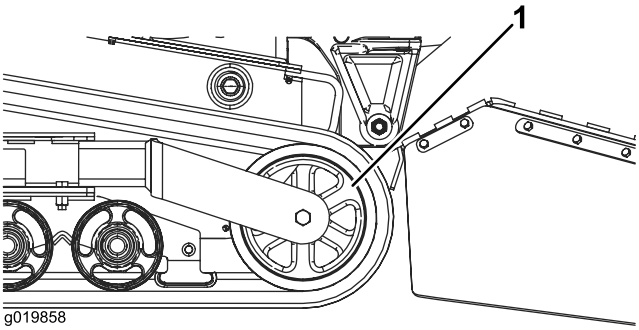

**Figur 49**
5. Tryck spännhjulet bakåt så långt som möjligt (Figur 49).
7. När larvbandet inte längre sitter på spännhjulet kan du ta av det från maskinen (Figur 49).